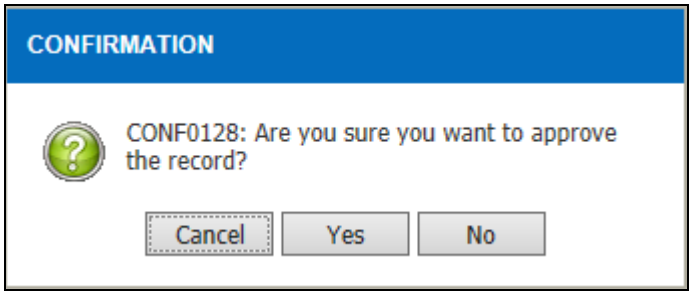
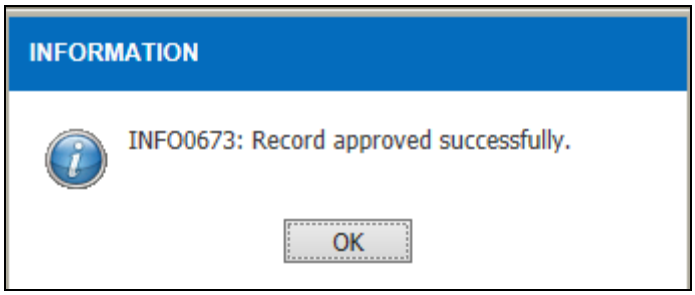

Figure 3.3-3 Confirmation Alert Message
Figure 3.3-4 Information Alert Message
- *Click on the* Yes *button in Figure 3.3-3 and click* OK *as shown in Figure 3.3-4.*